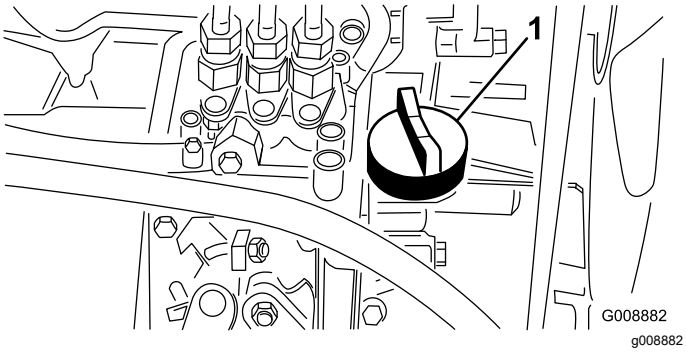

**Figur 60**
4. Hvis oljenivået er lavt, må du ta av oljelokket (Figur 60) og gradvis helle på små mengder olje, samtidig som du sjekker nivået, til det når opp til Full-merket på peilestaven.